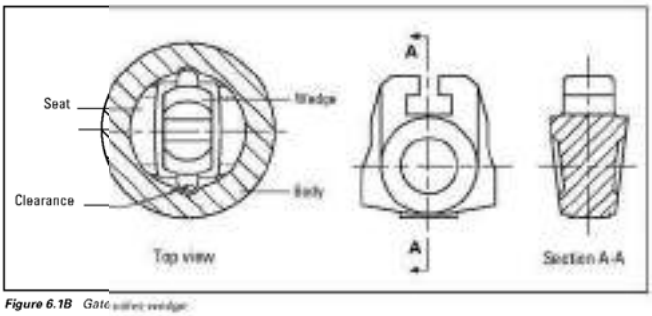

Figure 6.1B *Gate valve wedge*
4. When fitting a wedge, it is also important that the wedge guide slots have sufficient clearance to allow the wedge to move freely along the wedge guides, as shown in *Figure 6.1B* (top view). Otherwise the wedge may be prevented from making full contact with seats.